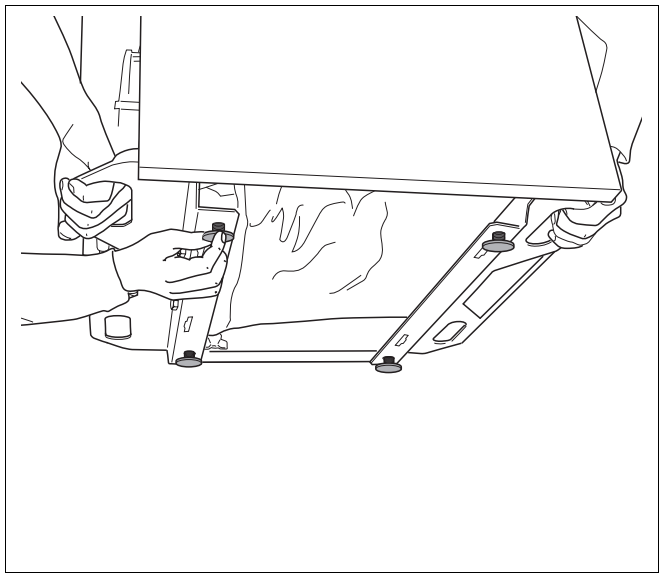

Abb. 16 Fußschrauben ohne Kesselkuli montieren
- Fußschrauben 5 – 10 mm in die Gewindebohrungen der Traversen eindrehen (vgl. Abb. 16).
- Heizkessel zur Seite oder nach hinten kippen, so dass eine zweite Person die Fußschrauben eindrehen kann (Abb. 16).